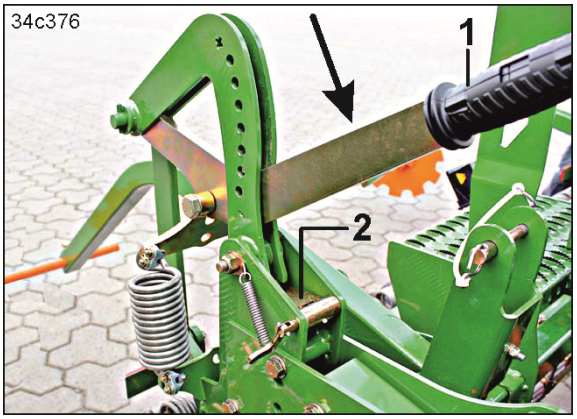

Fig. 147
4. Den Hebel (Fig. 147/1) bis zum Einrasten des Klemmblechs (Fig. 147/2) in Pfeilrichtung drücken.